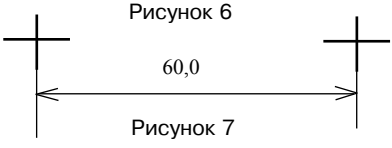

Рисунок 7
- произведите разметку в соответствии с рис.7;